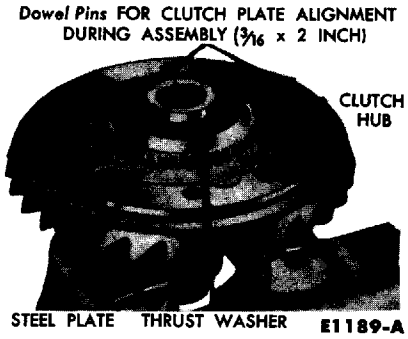

FIG. 20—Clutch Plate Installation
7. Clamp the differential case in a soft-jawed vise. Install the differential side gear on the differential pinion gears. Place the clutch hub on the side gear. Place the thrust washer on the hub (Fig. 20).
8. To align the clutch plates during assembly, insert two 3/16 x 2 dowel pins into the differential case. Place a steel plate on the differential case so that the slots in the dog ears straddle the dowel pin (Fig. 20). **Lubricate all the Equa-Lock differential parts with axle lubricant so that an accurate torque check can be made.**